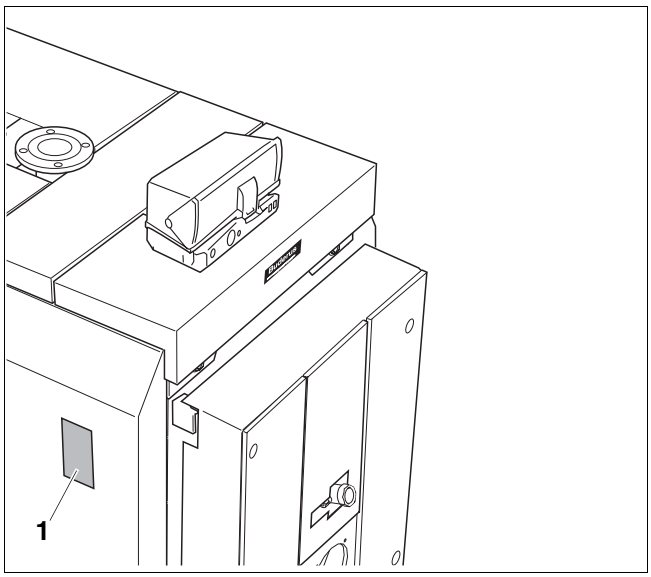

Rys. 45 Zamocowanie tabliczki znamionowej
- Zamocować tabliczkę znamionową (rys. 45, **poz. 1**) po prawej lub lewej stronie, tak aby była widoczna.